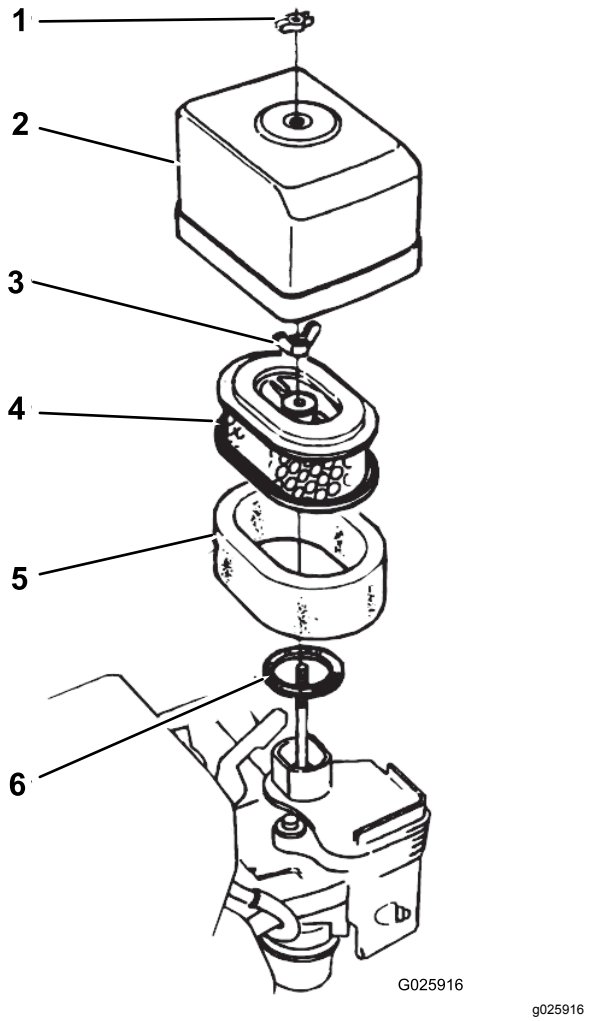

Figur 31
2. Afmonter vingemøtrikken, som fastgør luftfilterdækslet på luftfilteret, og afmonter dækslet (Figur 31).
4. Fjern vingemøtrikken fra luftfiltret, og fjern filteret (Figur 31).
5. Fjern skumfilteret fra papirfilteret (Figur 31).